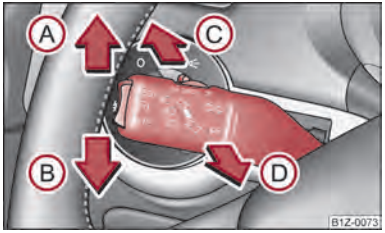

Fig. 30 Turn signal and main beam lever
– Push the lever upwards Ⓐ or downwards ⇒ fig. 30 Ⓑ.